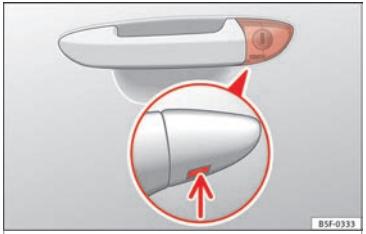

Fig. 4 Driver door lever: hidden lock cylinder.
- Insert the key shaft into the lower opening in the cover on the driver door handle ››› **Fig. 4** (arrow) then remove the cover upwards.